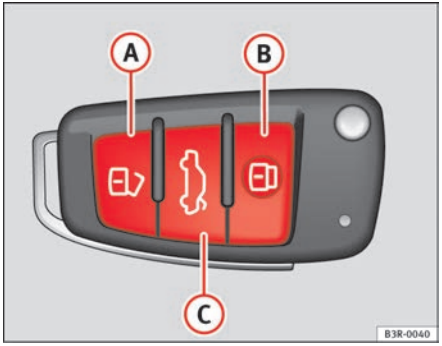

Fig. 78 Remote control key: Control buttons
– Press button (A) ⇒ fig. 78 for about 1 second. ▶